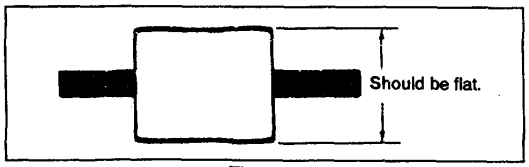

Fig. 4-4.
4) Confirm that both the entrance and exit side RF waveforms of the oscilloscope are flat (See Fig. 4-4). If they are not, adjust as follows.